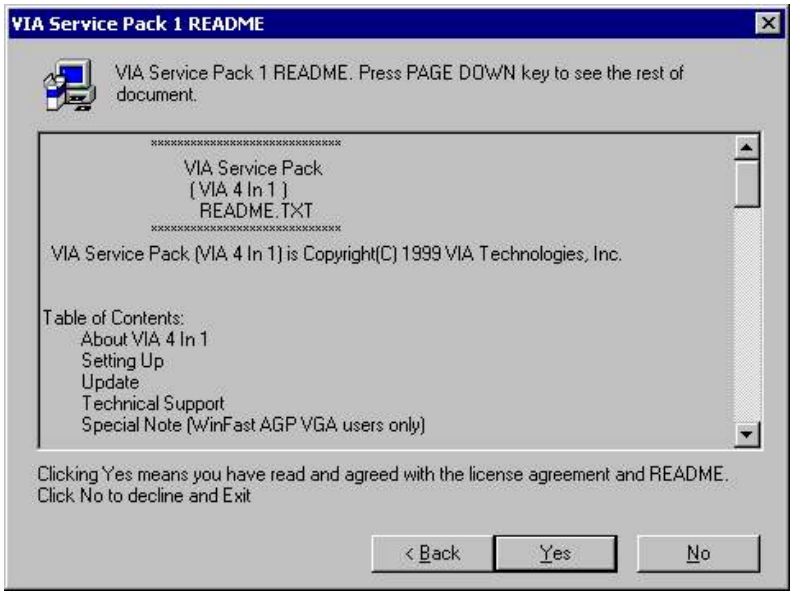

图 4-2-2
2、出现自述文件画面,点击“ Next ”继续（如图 4-2-2）。